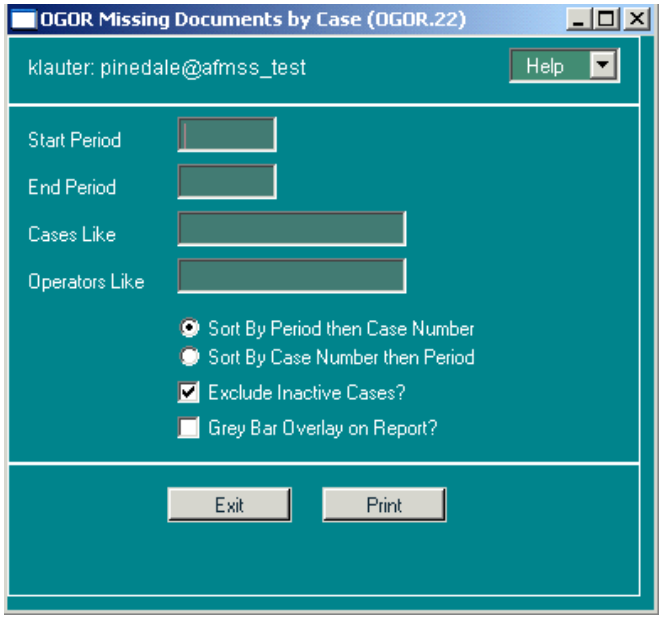

Figure 7-29: OGOR Missing Documents by Case (OGOR.22) Window
1. From the *Non-Indian AFMSS Main Menu* select **OGOR** then **OGOR Reports** to display the reports submenu. From the submenu select **Missing Documents by Case (OGOR.22)** to launch the window (Figure 7-29).